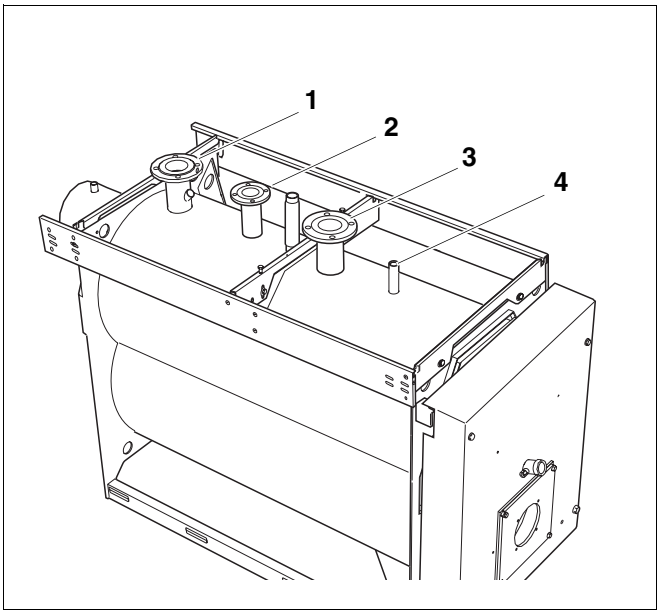

Рис. 21 Отопительный котел Logano S735
- Подсоединить подающую линию системы отопления к месту ее подключения на отопительном котле (рис. 21, **поз. 1**).
из-за ошибочного подключения компонентов к предохранительной подающей линии (рис. 21, **поз. 2**).
- К подающей предохранительной линии не допускается подключать бак-водонагреватель или какой-либо другой отопительный контур (рис. 21, **поз. 2**).
- Закрепить предохранительный клапан 4 болтами к месту подключения подающей предохранительной линии (VSL) (рис. 21, **поз. 2**).
- Подключить коллектор со штуцерами к предназначенному для него месту (рис. 21, **поз. 4**). Соблюдайте указания специальной инструкции по монтажу коллектора.